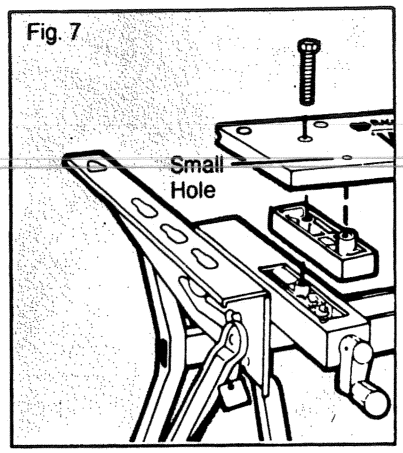

Fig. 7
8. Place the Front Jaw on top of the two top blocks in such a way that the small holes (only one shown in Figure 7) fit over the raised posts on the Top Blocks. The other holes shown in the figure must align with the rear holes in the blocks and the holes in the Vise Guides. Study Figure 7 carefully until you fully understand it.
9. Select the two shortest screws (M) and insert them through the Front Jaw, the Top Block and into the hole in the Vise Guide, as shown in Figure 7. Use the Plastic Socket Wrench with a screwdriver through it to securely tighten these screws, as shown in Figure 8.